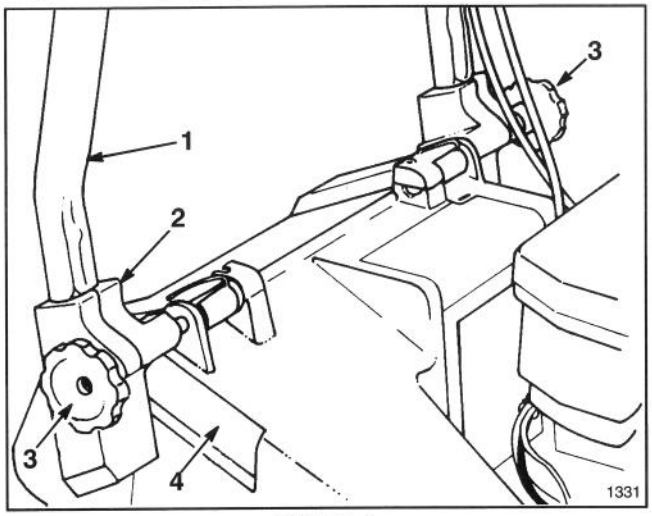
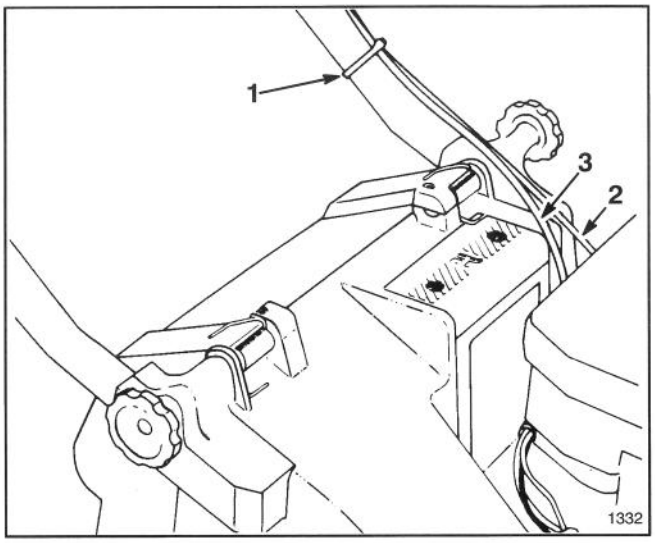

Figure 1
Figure 2
1. INSTALLING HANDLE—Loosen knobs on mounting brackets (Fig. 1).
3. Slide handle ends into holes in mounting brackets until handle ends are completely seated in brackets (Fig.1). Make sure throttle cable and traction cable (self–propelled model) are positioned on top of left mounting bracket (Fig. 2).
4. Rotate handle and mounting brackets rearward until brackets fit securely into housing pockets (Fig. 2).